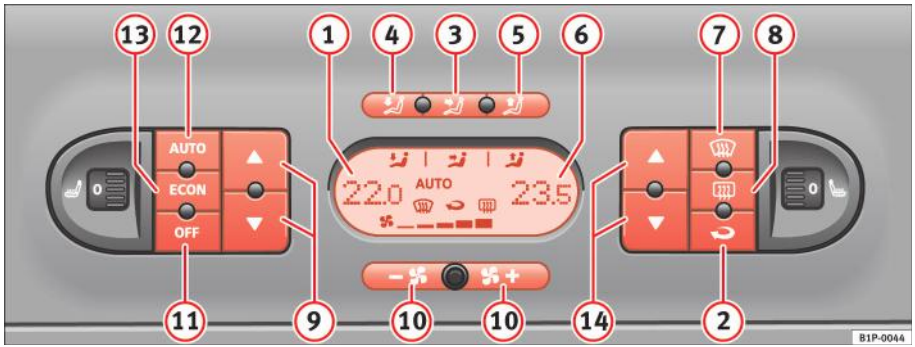

Fig. 111 Pe planșa de bord: Comenzile sistemului 2C Climatronic
– Apăsați butoanele de reglare a temperaturii ⇒ fig. 111 (9) sau (14) pentru modificarea temperaturii pe partea stângă, respectiv pe partea dreaptă.
– Apăsați tasta [AUTO] ⇒ pagina 153, fig. 111. Mesajul “AUTO” este afişat pe ecran.